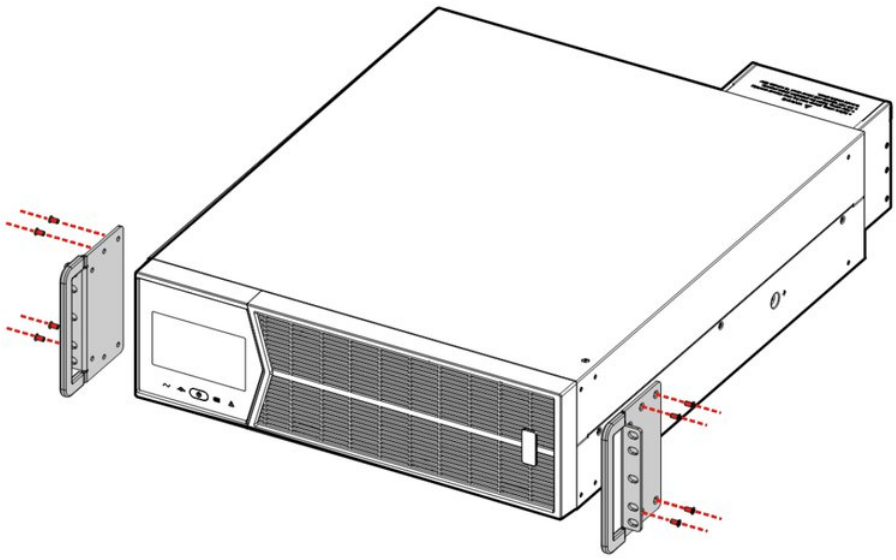

FIGURA 3-7 Montaggio delle maniglie 3U
1. Fissare le due maniglie 3U ai fianchi dell'UPS con viti a testa svasata M4×8, come mostra la Figura 3-7.